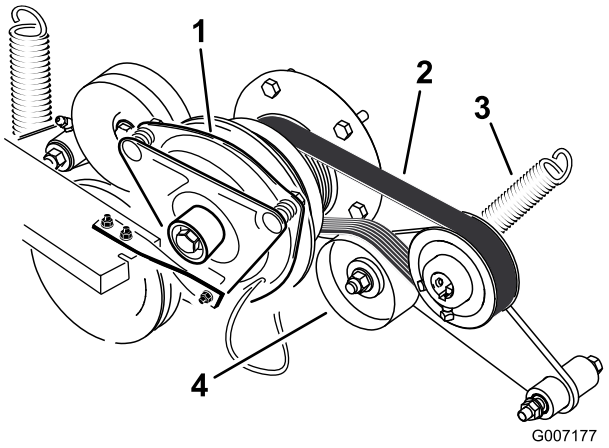

**Figur 62**
3. Tag fjederen af styrearmen (Figur 62).
4. Monter den nye rem omkring motorens og hydropumpens remskiver (Figur 62).
6. Monter fjederen på styrearmen (Figur 62).